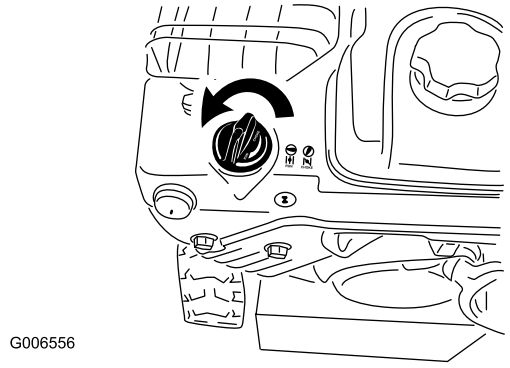

Figur 24
5. Drej chokeren til chokerpositionen (Figur 24).